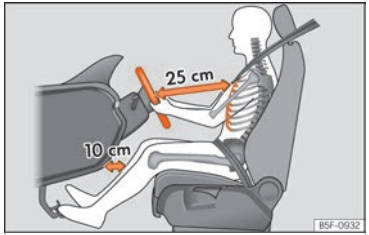

Fig. 17 The correct distance between the driver and the steering wheel must be at least 25 cm (10 inches).
- Adjust the steering wheel so that it is at a distance of at least 25 cm (10 inches) from the sternum ››› Fig. 17 and can hold it with both hands on the sides, on the outside, with the arms slightly flexed.